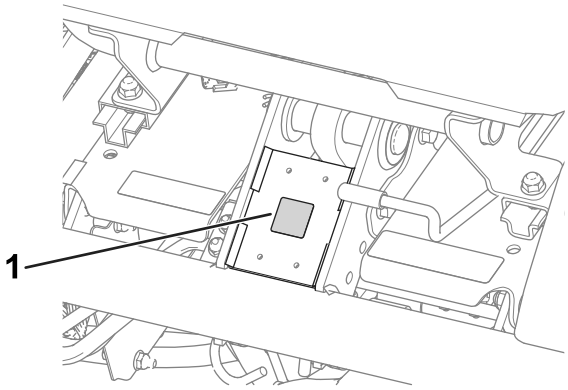

**Figur 9**
- Placera CE-märkningsdekalen på ramen under sätets främre del (Figur 9).